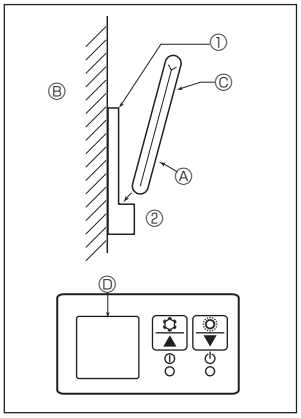

Fig. 6-3
2) Método de instalación (Fig. 6-3)
① Fije el soporte del mando a distancia en el lugar deseado con 2 tornillos roscados.
② Coloque el extremo inferior del mando en el soporte.